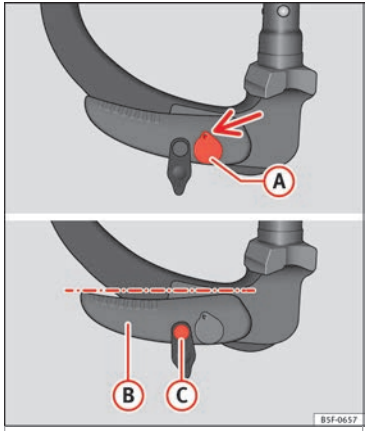

Rys. 225 Położenie gotowości: Położenie dźwigni i bolca zwalniającego.
- Klucz (A) ››› **rys. 225** znajduje się w położeniu otwartym (część klucza z otworem znajduje się na górze).
- Dźwignia (B) ››› **rys. 225** jest w położeniu dolnym.
- Bolec zwalniający (C) ››› **rys. 225** może być wysunięty. »